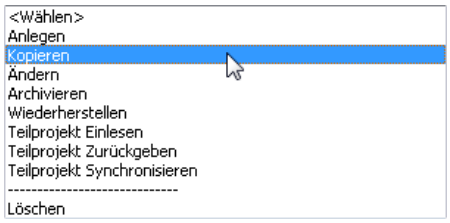

Bild 16.31 – Kopieren eines ganzen Projekts
- Wählen Sie das zu kopierende Projekt und wählen Sie die Funktion *Kopieren* im Listenfeld der Projektverwaltung (Abb. 16.31).